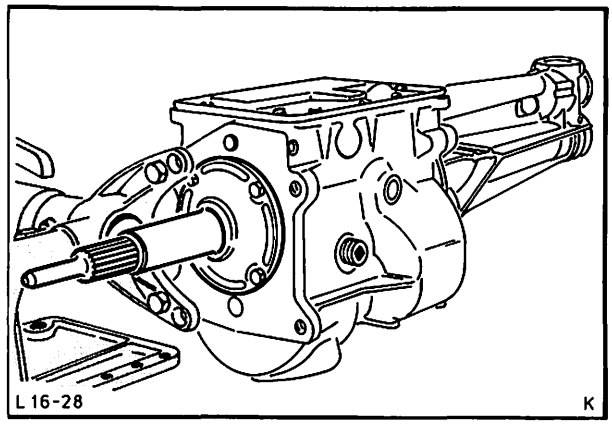

Abb. 41 Getriebe mit Spezialwerkzeug 16-009 am Montageständer befestigen
2. Getriebe zum weiteren Zerlegen mit Spezialwerkzeug 16-009 bzw. 16-010 am Montageständer befestigen, Abb. 41.